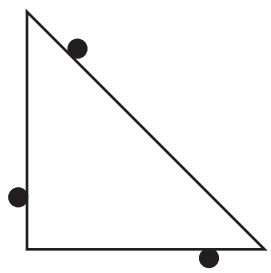
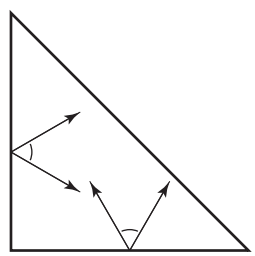

Figure 1: Three fingers contacting a triangular object.
Figure 2: Two frictional contacts on an object.
1. (a) For the stationary contacts in Figure 1, draw the rotation centers that correspond to feasible motion of the planar object and label them with the appropriate contact modes. Put the contact label for the uppermost finger first, then the middle finger, then the bottom finger. (b) Add a fourth "finger" that puts the object in form closure.
2. (a) For the friction cones in Figure 2, draw the moment-labeling representation of all forces that can be applied to the object through the contacts. (b) Draw a force that cannot be resisted by the contacts and explain why in terms of the moment labeling regions.
(i) Explain Figure 2. (Fully explain the two cones and the green shaded region in terms of the main problem of the paper.)
(ii) Explain how Figure 2 leads to Figure 1(ii).